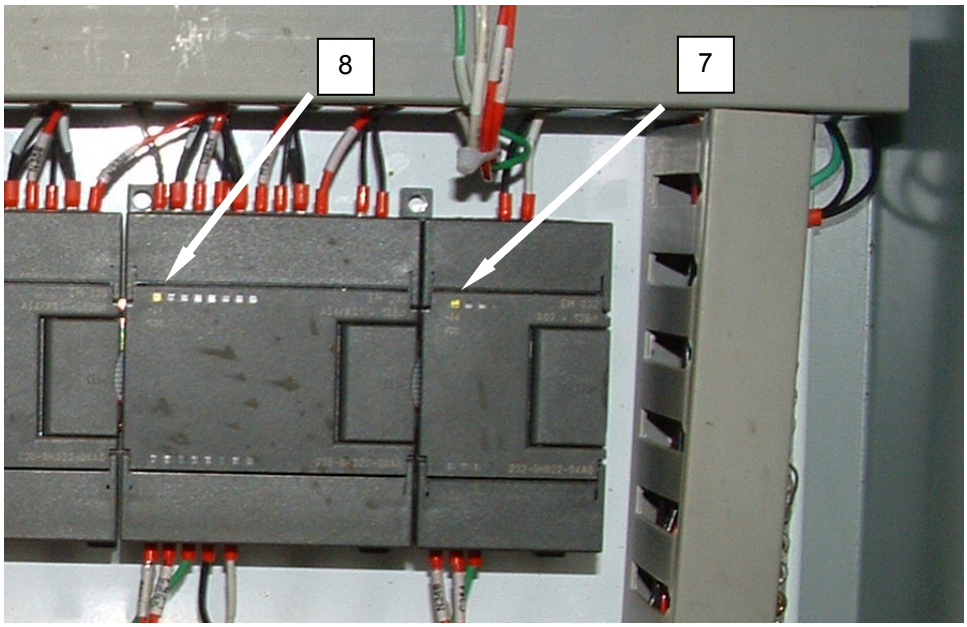

Figure 8. Test Analog Output Module.
2. Ensure PLC is ON, and check the power indicator LED **(Figure 8, Item 7)** on the Analog Output Module.
3. If the power indicator light is off, check the power indicator light **(Figure 8, Item 8)** on the Analog Input/Output module adjacent. If the power indicator light on the adjacent module is ON, replace the Analog Output module.
4. If the power indicator LED **(Figure 8, Item 7)** in ON, check for power at the Actuator Valve No. 1 **(Figure 9, Item 9)**. This can be confirmed by manually setting the actuator either fully open or fully closed and operating the Water Treatment System. A correctly functioning Analog Output Module will automatically correct the flow setting at the valve.